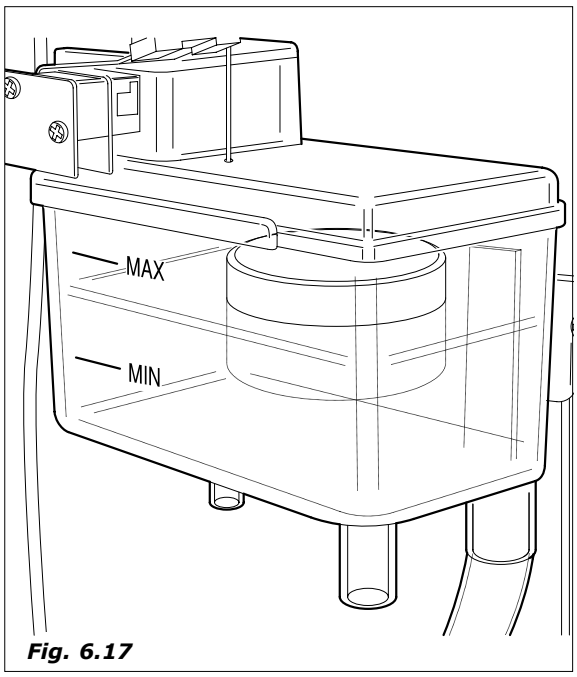

Fig. 6.17
- alcançado o nível mínimo estabelecido pelo flutuante no interno do tanque *(Fig. 6.17)* a coluna copinhos se movimenta para o enchimento e o grupo café dá uma volta de prova.